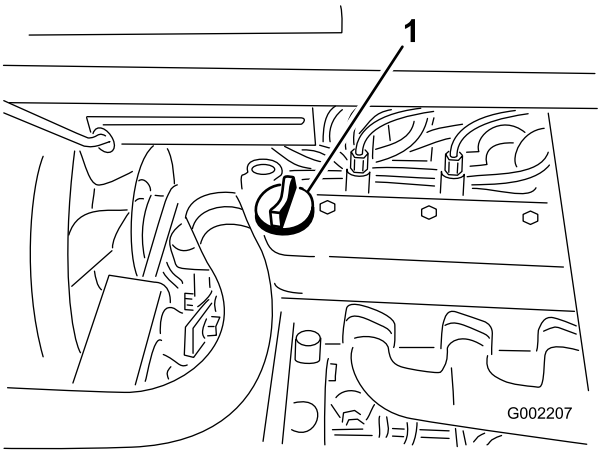

Bild 17
3. Wenn der Ölstand niedrig ist, nehmen Sie den Deckel des Einfüllstutzens von der Ventilabdeckung ab (Bild 17) und füllen Sie Öl auf, bis der Ölstand die Vollmarke am Peilstab erreicht. Angaben zur richtigen Ölsorte und zur Viskosität finden Sie unter Warten des Motoröls“im Abschnitt Wartung“. Gießen Sie Öl langsam ein und prüfen Sie den Ölstand häufig während des Füllens. Füllen Sie nicht zu viel ein.